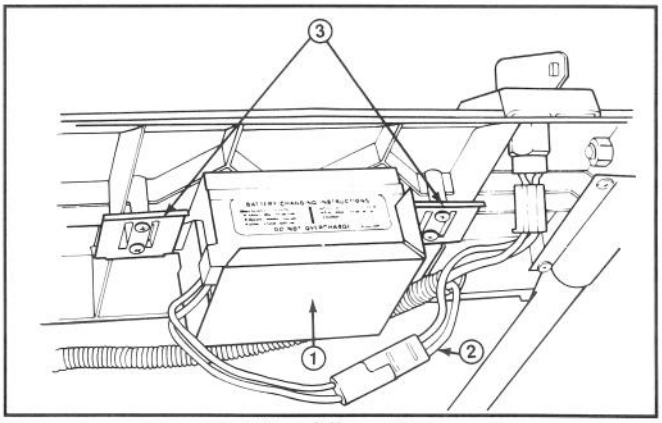

Afbeelding 30
1. Zet de motor af en koppel de ontstekingsdraad los van de accupool (Afb. 30).
4. Verbind de ontstekingsdraad aan de poolklem van de accu (Afb. 30).